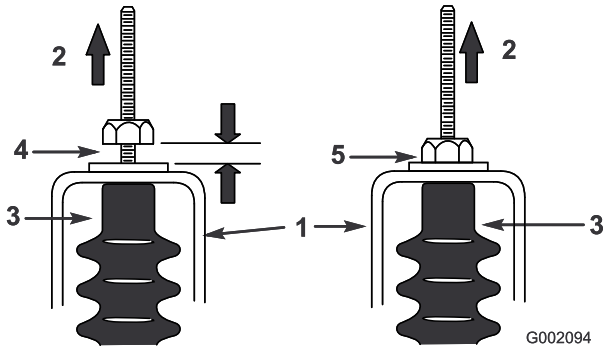

Figuur 36
5. Trek aan beide kabels van het schakelmechanisme en zorg ervoor dat er een ruimte van 0,76 mm tot 1,5 mm tussen de moer/ring en de beugel van de neutraalstand is (Figuur 36). Als er geen ruimte is, pas dan de moeren aan totdat er voldoende ruimte ontstaat.